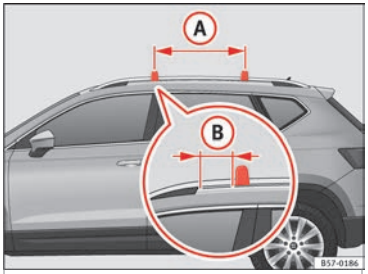

Fig. 171 Attachment points for the roof railings for the roof carrier system.
The crossbars are assembled on the roof railings. The distance between crossbars ››› **Fig. 171** (A) should be between 70 and 90 cm and the distance between the crossbars and the brackets of the roof railings (B) must be 15 cm.